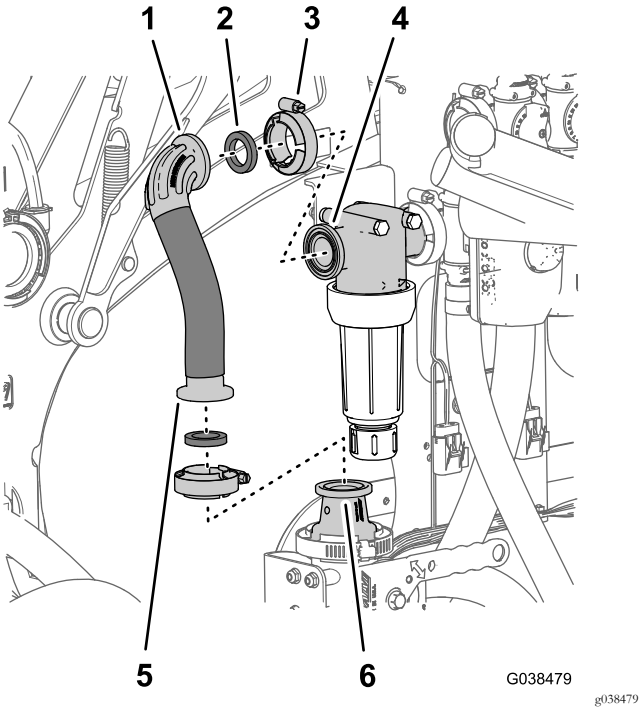

Figura 76
1. Alinhe a união estriada reta do tubo de fornecimento superior (2,5 x 22 cm) e a junta (1 pol. x 1⅜ pol.) com a flange do adaptador na válvula de corte do misturador (Figura 76).
2. Monte sem apertar o tubo no adaptador (Figura 76) com um grampo flangeado – 40 a 64 mm.
3. Alinhe o cotovelo flangeado de 90° do tubo de fornecimento superior e a junta com a flange da cabeça do filtro (Figura 76).
4. Prenda o cotovelo estriado de 90° à cabeça do filtro (Figura 76) com um grampo flangeado – 40 a 64 mm.
5. Aperte o grampo flangeado que prende a união estriada reta do tubo de fornecimento superior ao adaptador da válvula de corte do misturador (Figura 76).